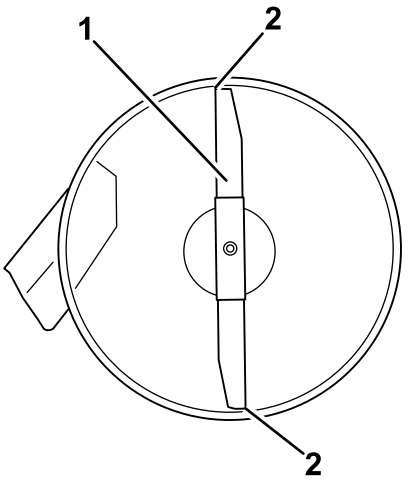
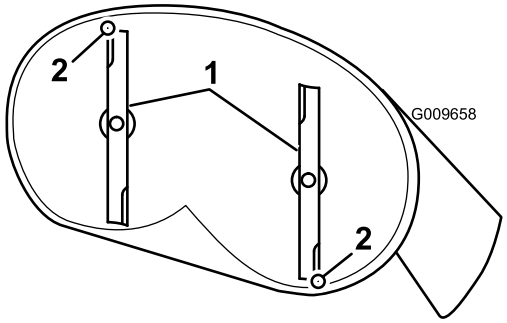

Figur 67
Figur 68
4. Roter knivene forsiktig slik at de står på langs (Figur 67 og Figur 68).
5. Mål fra tuppen på den fremre kniven til den flate overflaten, og tuppen på den bakre kniven til den flate overflaten (Figur 67 og Figur 68).
9. Kontroller helningen på langs igjen etter justering, og fortsett å justere mutteren helt til tuppen på den fremre kniven er 1,6 til 7,9 mm lavere enn tuppen på den bakre kniven (Figur 67 og Figur 68).